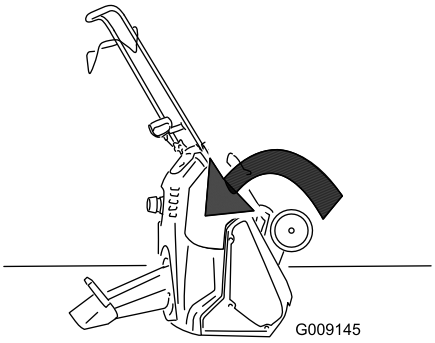

Figur 32
11. Vipp snøfreseren frem på forsiden for å gjøre det enklere å montere eksosskjermen (Figur 32).